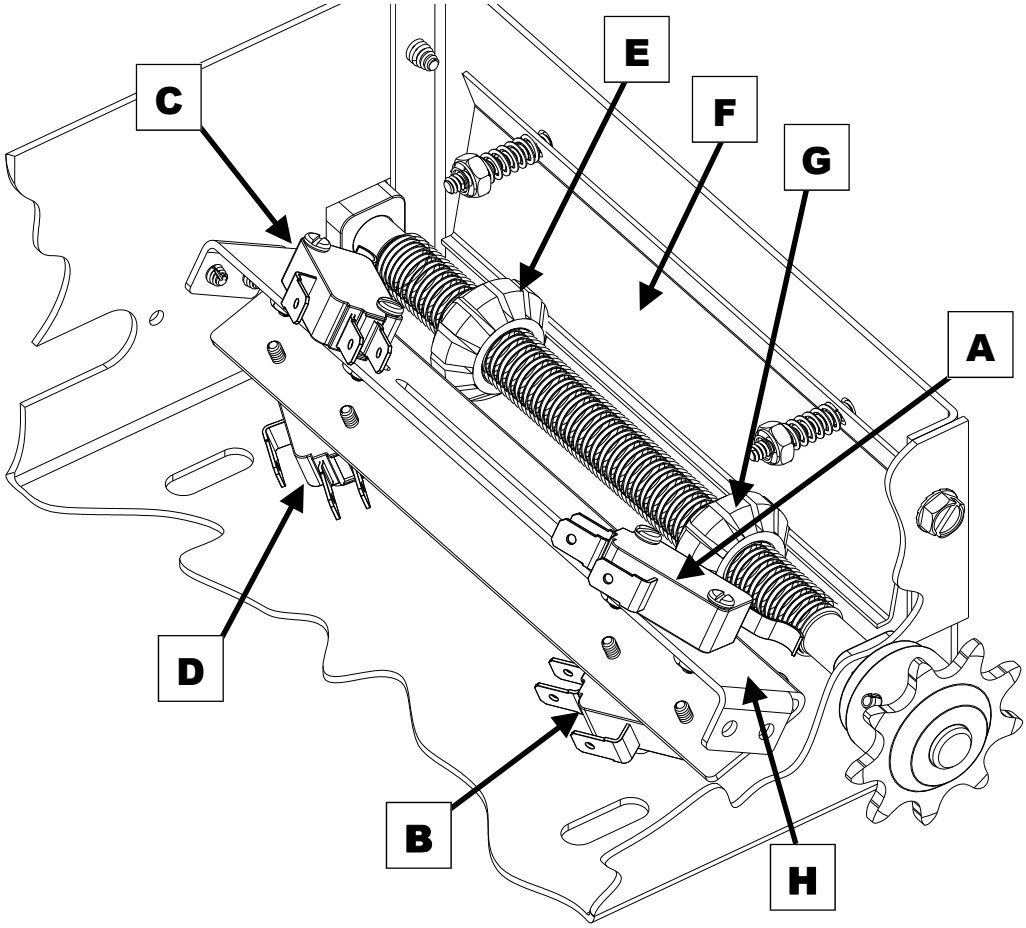

Figure 6 - Limit Assembly
1) With the cover open on the electrical enclosure, reference Figure 6 below. There are four (4) switches (A, B, C, and D) mounted to the 'V' bracket (H). The limit switches are mounted in a fixed position to the underside of the 'V' bracket; with the Close Limit switch (B) on the right and the Open Limit switch (D) on the left. The Reverse Cutout switch (A) and the Single Button Selector switch (C, also could be Timer Engage switch depending on the model) are mounted to the top side of the 'V' bracket as shown. The switches are activated by the two limit nuts (E & G) on the threaded shaft which move laterally along the shaft as the operator opens and closes the door. When a limit nut nears the end of the shaft it activates a set of switches, upper switch first then the lower fixed limit switch.
2) Depress the Limit Nut Retention Plate (F) so it disengages from the slots in the limit nuts and move the Limit nuts to the center of the threaded shaft.
4) Depress the limit nut retaining bracket (F) so it disengages from the slots in the limit nuts. Turn the OPEN limit nut (E) on the shaft until it engages both the Single Button Selector switch (C) and the Open Limit Switch (D). You will need to listen for two audible clicks. Release the retaining bracket and be sure that it engages in slots of both limit nuts.
5) Manually lower the door to the fully closed position and repeat Step #3 with the Close Limit nut (G) and Reverse Cutout switch (A) and the Close Limit switch (B).
8) Adjustment of the Reverse Cutout switch (A) or Single Button Selector switch (C) is done at the factory and should not be needed in the field. Moving the Reverse Cutout switch closer to the center of the box will increase the point where the reversing feature cuts out (to allow for irregularity in the floor, etc.). The reverse cutout point is factory adjusted to approx. 4 inches off the floor.